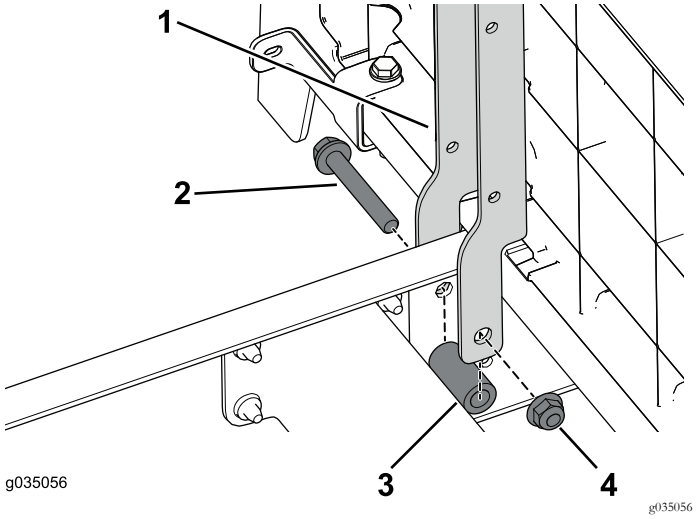

Figura 91
1. Utilizzate i 2 bulloni (3/8" x 2½"), i distanziali e i dadi flangiati per fissare i supporti del sedile sinistro e destra alla sezione anteriore della macchina (Figura 91).